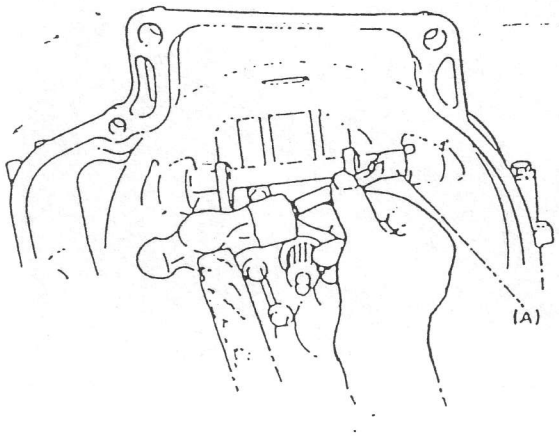

Fig. 13-3-2
3) Desmontar totalmente el muelle del eje de desembrague. Deberán emplear el útil especial (A) de la manera indicada en la Fig. 13-3-2, golpeando el extremo del mismo para extraer el casquillo y el tapón.